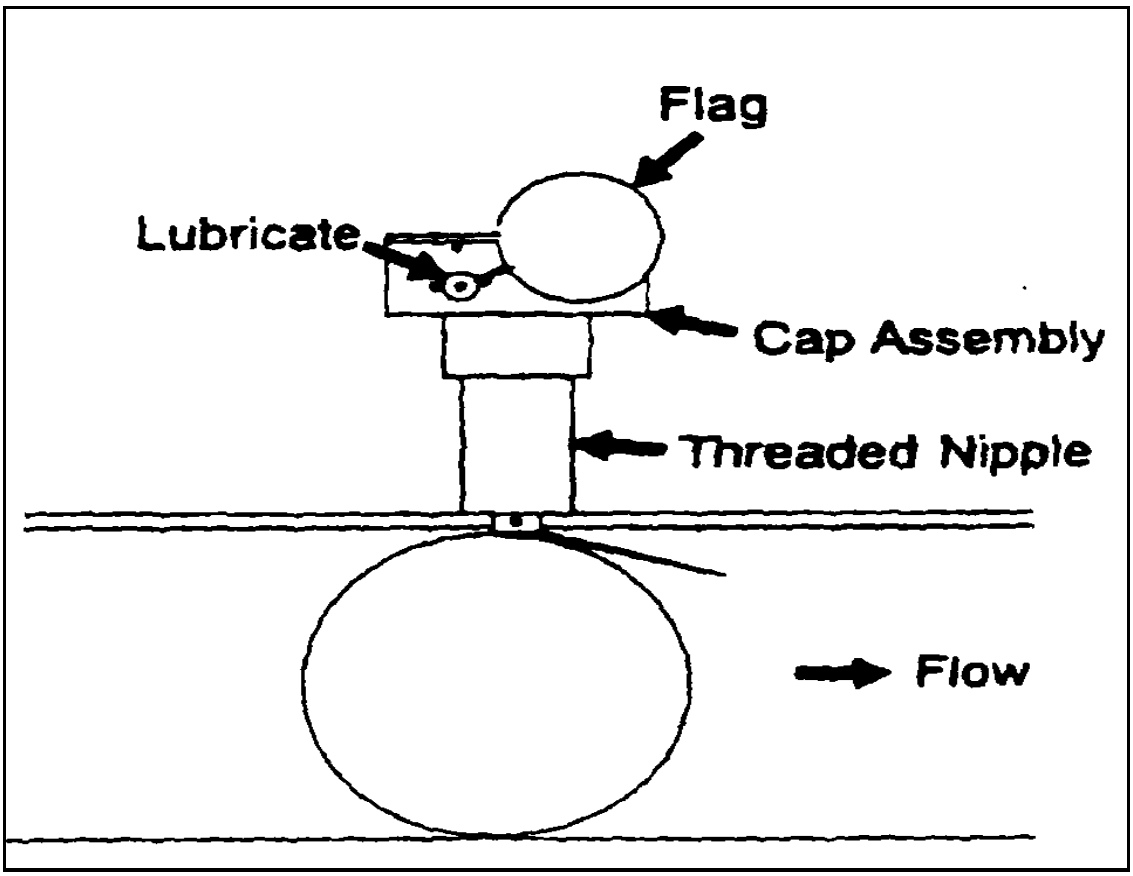

Figure 7-11. Scraper indicator
- Watch the scraper indicater (Figure 7-11) for indication that the scraper has been launched. Notify the dispatcher the moment the scraper is launched.